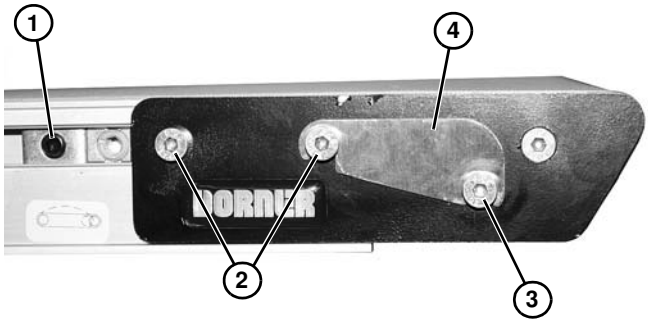
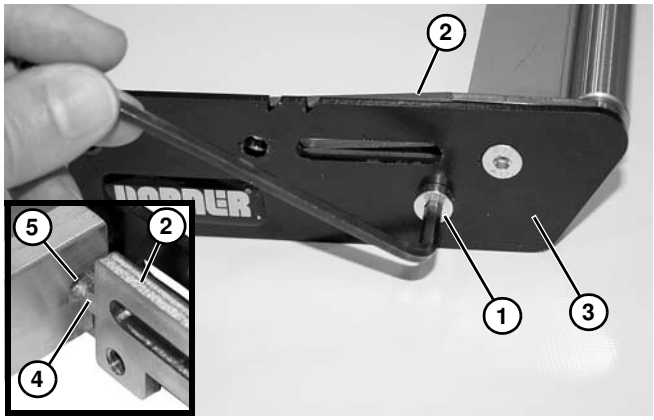

Figure 64
Figure 65
1. Desserrer, sur les deux côtés du convoyeur, les vis de fixation de la came **(Figure 64, élément 1)** (si le convoyeur en est équipé) et glisser la came vers le centre du convoyeur.
2. Sur les deux côtés du convoyeur, desserrer les vis de fixation **(Figure 64, élément 2)** afin de retirer la tension de la bande. Retirer la bande par l'extrémité du convoyeur.
3. Sur les deux côtés du convoyeur, desserrer les vis de fixation **(Figure 64, élément 3)** et retirer le couvercle antipoussière **(Figure 64, élément 4)** (s'il y en a un).
4. Retirer la barre d'extrémité du convoyeur et la placer sur une surface de travail dégagée. Sur un côté de la barre d'extrémité, retirer deux vis de fixation **(Figure 64, élément 2)**.
5. Retirer la vis inférieure **(Figure 65, élément 1)**, retirer la barre écrou en extrémité **(Figure 65, élément 2)** et la plaque latérale **(Figure 65, élément 3)**.
*Au cours du réassemblage, s'assurer que le téton de la barre écrou en extrémité **(Figure 65, élément 4)** est inséré dans le trou de la barre support **(Figure 65, élément 5)**.*
10. Assembler la plaque de tête et l'installer en suivant l'ordre inverse du retrait. À l'aide d'une clé hexagonale de 4 mm serrer la vis **(Figure 65, élément 1)** au couple de 3,4 N.m. Laisser les deux vis de fixation **(Figure 64, élément 2)** desserrées pour la mise en tension de la bande.